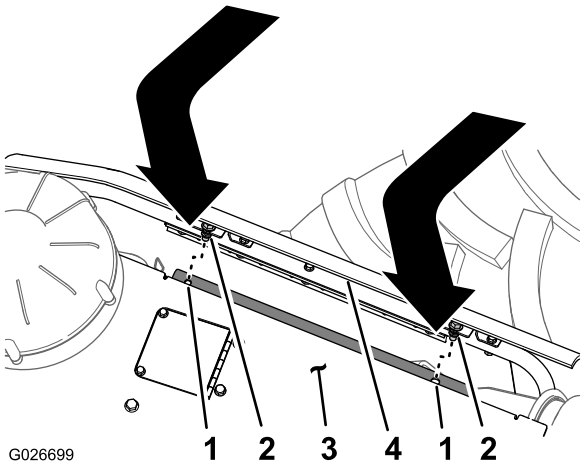

Figure 61
2. Alignez le boulon de fixation au sommet du panneau latéral et le trou dans la bride de support du panneau de capot (Figure 61).